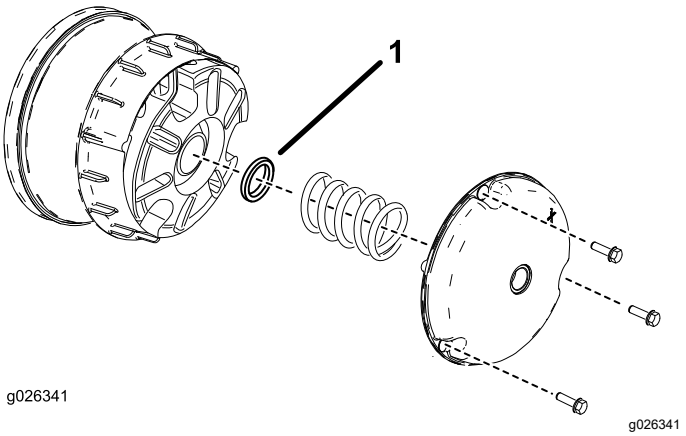
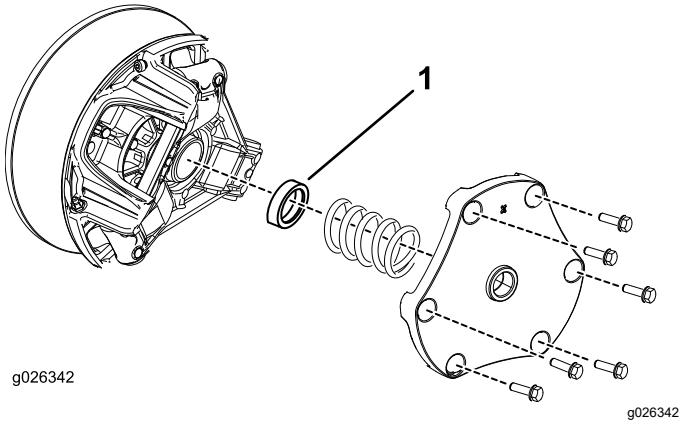

Figuur 12
Figuur 13
1. Verwijder de bouten waarmee de kap van de primaire koppeling is bevestigd zoals getoond in Figuur 12 en Figuur 13.
2. Verwijder de veer en gooi het afstandsstuk weg (zie Figuur 12 en Figuur 13)